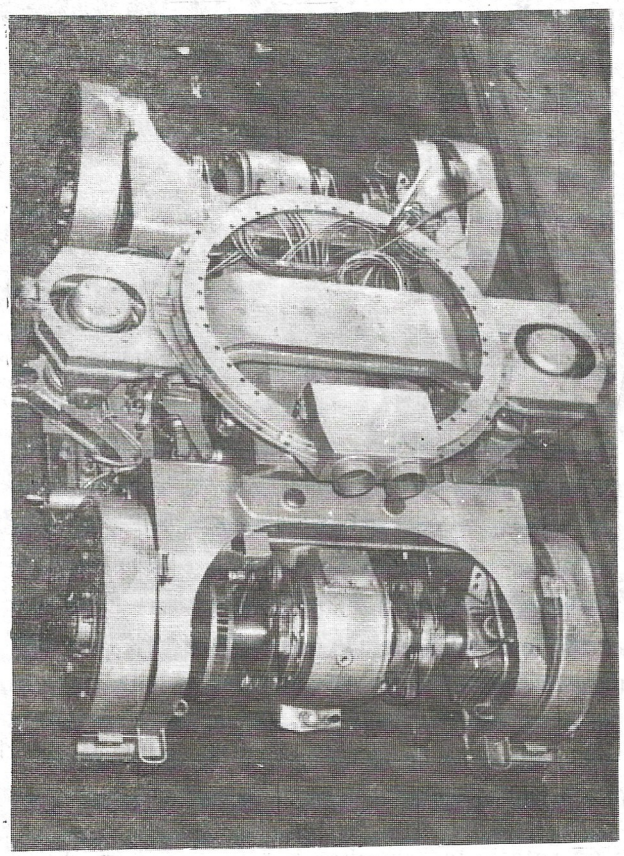

*Fig. 38* Boghiul motor al tramvaiului V3A (V2A)
- boghiurile motoare (Fig. 38), care asigură deplasarea tramvaiului şi în acelaşi timp, îndeplinesc şi rolul boghiurilor purtătoare.